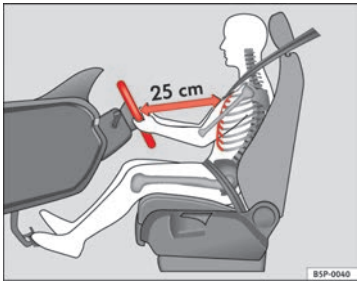
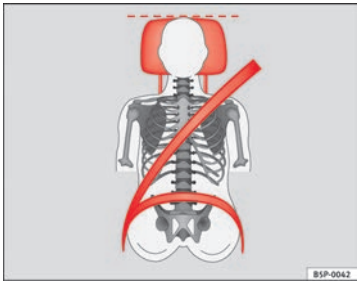

Fig. 28 The proper distance between driver and steering wheel.
Fig. 29 Correct seat belt web and head restraint positions.
- Adjust the seat so that there is a distance of at least 25 cm between the steering wheel and your chest ⇒ fig. 28 and so that you can hold the steering wheel with both hands on the outside of the ring at the 9 o'clock and 3 o'clock positions with your arms slightly bent.
- Adjust the driver seat forwards or backwards so that you are able to press the accelerator, brake and clutch pedals to the floor with your knees slightly angled and the distance between your knees and the dash panel is at least 10 cm ⇒ fig. 28.
- Adjust the head restraint so that its upper edge is at the same level as the top of your head, or as close as possible to the same level as the top of your head and under no circumstances below eye level. Keep the back of your neck as close as possible to the head restraint ⇒ fig. 28 and ⇒ fig. 29.
Adjust the correct distance between the driver and the steering wheel ⇒ fig. 28 using the controls on the driver seat ⇒ page 51.